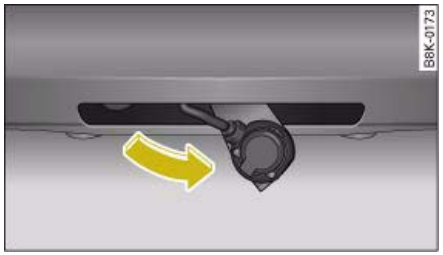

Fig. 244 Area below rear bumper: Folding up the socket
– Then swivel the socket up ⇒ fig. 244 **as far as it will go**. The mounting fixture will be closed automatically.